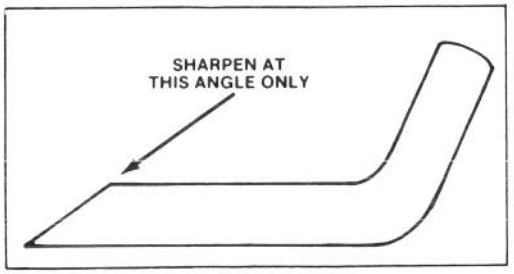

Figure 19
6. SHARPENING BLADE – Using a file, sharpen top side of blade and maintain original cutting angle (Fig. 19). The blade will remain balanced if same amount of material is removed from both cutting edges.